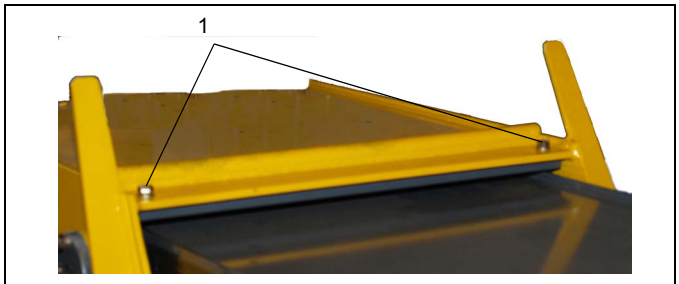

FIGURA 4-28
8. En la parte superior delantera de la sección central exterior, quite los dos pernos (Figura 4-28, 1) que fijan la placa de contragolpe. Retire la placa de contragolpe.